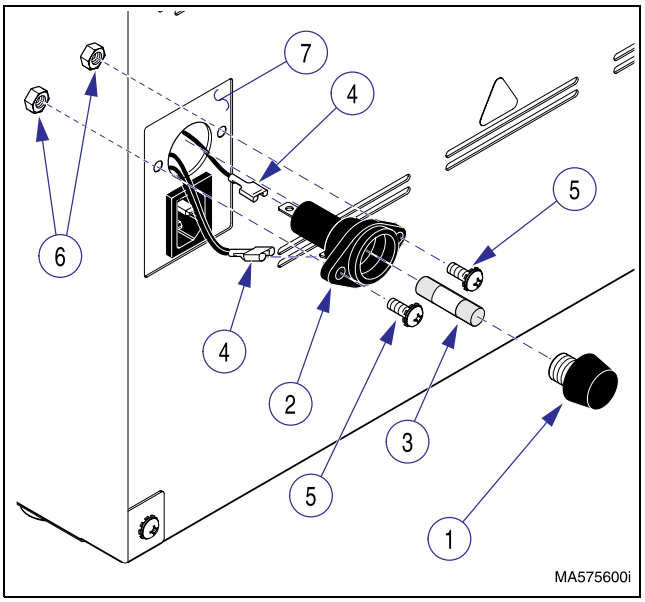

Figure 4-12. Fuse Body
(1) Unplug sterilizer power cord from outlet receptacle.
(2) Remove R.H. side panel (Refer to para 4.2).
(3) Unscrew fuse cap (1, Figure 4-12) from fuse body (2).
(4) Remove fuse (3) from fuse cap (1).
(5) Disconnect two wire harnesses (4) from terminals of fuse body (2).
(6) Remove two screws (5), locknuts (6), and fuse body (2) from power bracket assembly (7).
(1) Install fuse body (2, Figure 4-12) on power bracket assembly (7) and secure with two locknuts (6) and screws (5).
(2) Connect two wire harnesses (4) to two terminals on fuse body (2).